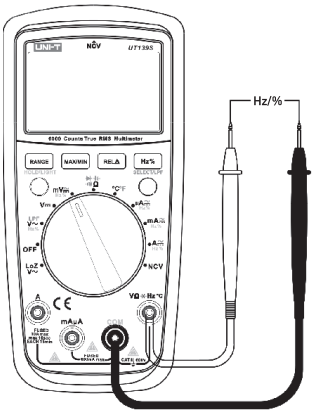

Рисунок 7
1) Установите поворотный переключатель в положение **mV** ≅, затем в режиме переменного тока нажмите кнопку **Hz/%** для переключения между измерением частоты и коэффициента заполнения (Рисунок 7).